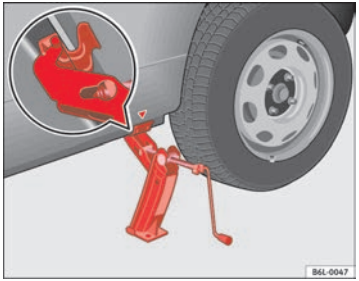

Fig. 125 Fitting the jack
– Align the jack so that the arm of the jack fits around the rib under the door sill and the movable base plate of the jack is flat on the ground ⇒ fig. 125.